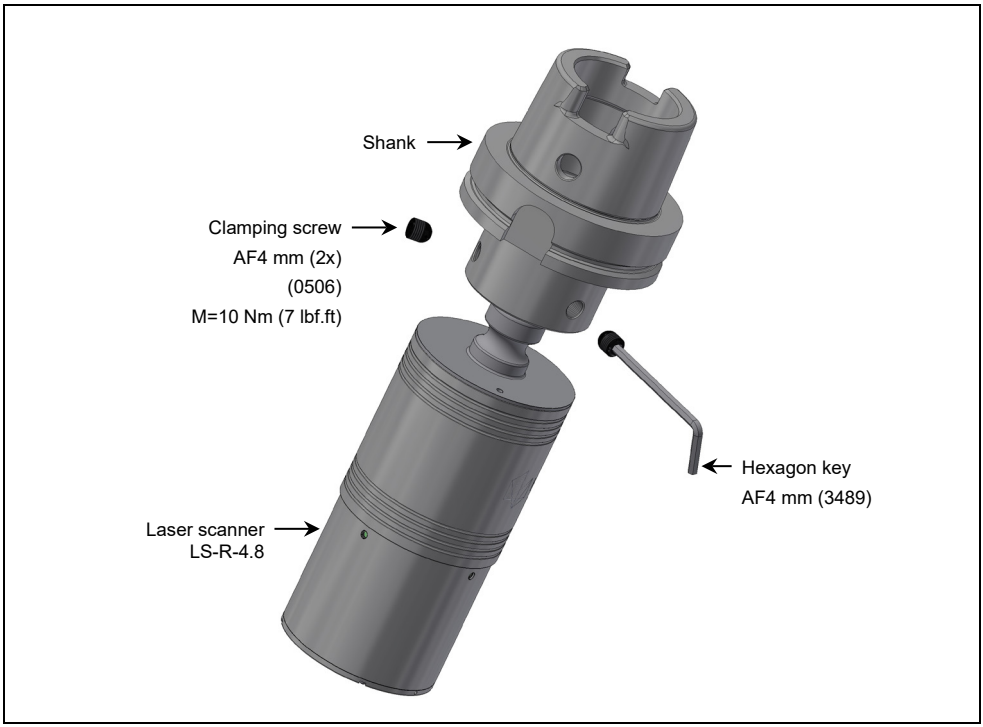

**Fig. 7 Mounting/dismounting the shank**
2.2 Insert the clamping screws and tighten to the torque specified in Fig. 7.